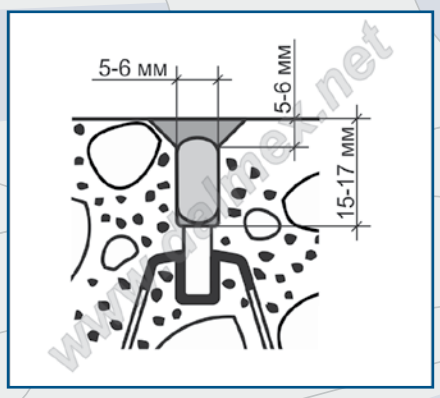

рис. 17
6.2.4. В зонах интенсивных нагрузок, например в случае расположения Треформ поперек проезда, необходимо дополнительно срезать кромку фасочным диском под 45о на глубину 5-6 мм (например, при помощи FFD9-1322, см. рис.17)